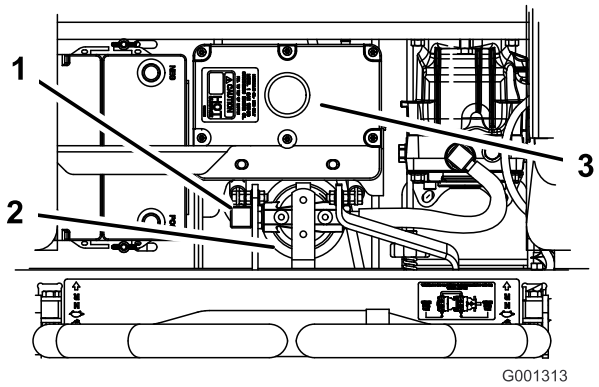

Figur 63
4. Fjern den højre hydraulikslange, der går ind i adapteren (Figur 63).
6. Monter højre hydraulikslange på adapteren (Figur 63).